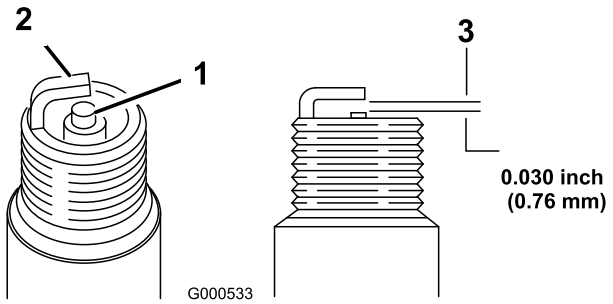

Figur 24
5. Ställ in gapet på det nya stiftet till 0,76 mm (Figur 24).